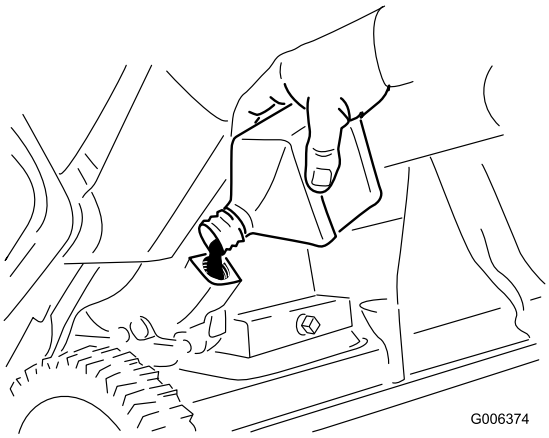

Figur 27
8. Placera snöslungan i arbetsläge och häll **försiktigt** i olja i vevhuset tills det nästan rinner över (Figur 27).